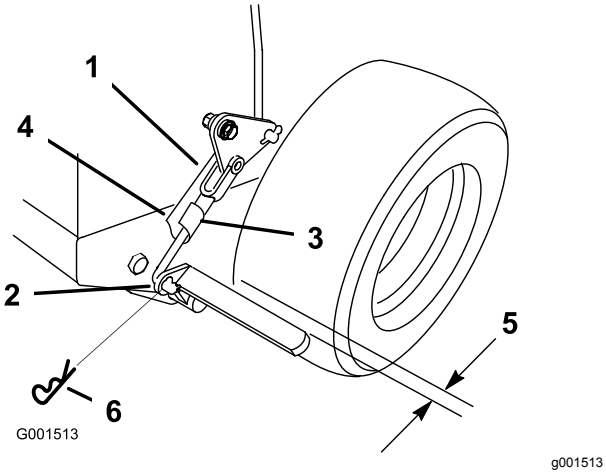

Figur 44
3. Fjern låseclipsen fra den nedre bremseforbindelse (Figur 44).
4. Drej den nedre bremseforbindelsesgaffel med uret ind i gaflen for at spænde parkeringsbremsen. Drej bremseforbindelsesgaflen mod uret ud af gaflen for at løsne parkeringsbremsen (Figur 44).
Bemærk: Med parkeringsbremsen i den udløste position er afstanden mellem dækket og den flade stang cirka 6 mm (Figur 44).
5. Fastgør den nedre forbindelse til det nedre bremsehåndtag med låseclipsen og gaffelbolten (Figur 44).